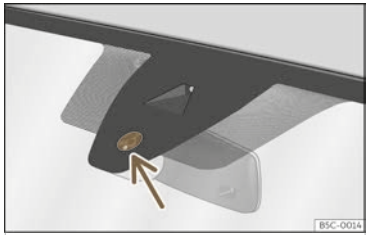

Fig. 107 Sensitive surface of the rain sensor.
The possible causes of anomalies and erroneous interpretations *in the sensitive surface area* >>> **Fig. 107** of the rain sensor are, among others:
- **Dirt**: dry dust, wax, coating on glass (Lotus effect) or traces of detergent (car wash) may reduce the effectiveness of the rain sensor or make it react more slowly, later or not at all. Regularly clean the sensitive surface of the rain sensor >>> **Fig. 107** (arrow) and check for possible damage to the wiper blades.